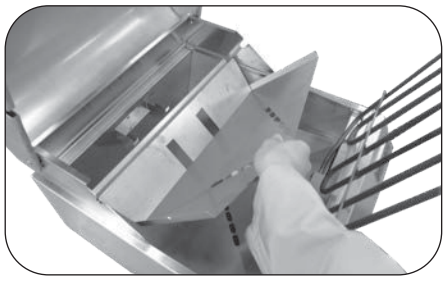

Fig. 24-4 Remove rear liner
5. Lift the rear liner slightly up to clear the support tab, then forward and out (Fig. 24-4).